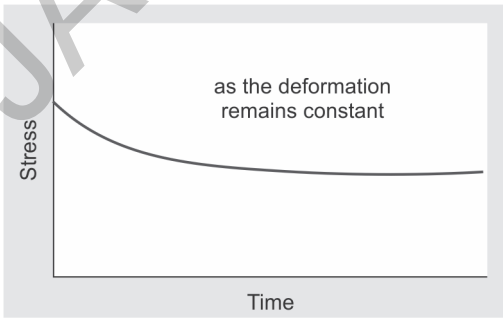

Fig. 1.27: Load relaxation phenomenon
- **Load relaxation phenomenon:** Progressive decrease in load with time as the deformation of the structure remains constant **(Fig. 1.27)**.